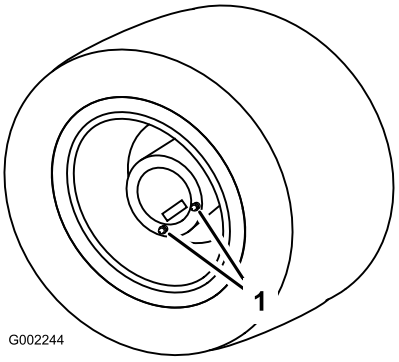

Bild 48
1. Stellen Sie das Sprühfahrzeug auf eine ebene Fläche. Die Hinterräder sollten für das Ablassen positioniert sein (siehe Bild 48).
3. Stellen Sie eine Wanne unter die Ablassschrauben und nehmen Sie sie vom Rad ab (Bild 48).